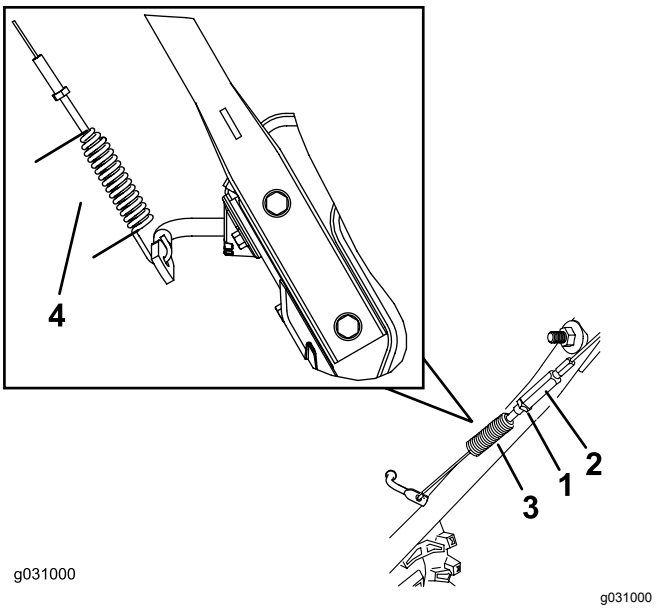

Figur 38
3. Løsne eller stram til spennmutteren for å justere fjærlengden til 7 cm som vist i Figur 38.
4. Stram låsemutteren (Figur 38). Påse at det er litt spenning i kabelen.